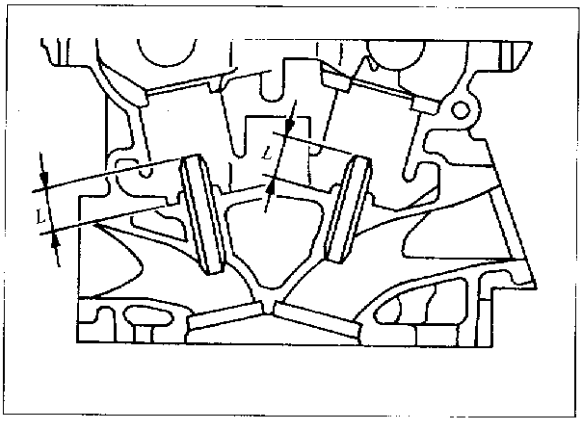

图 2-6-23
d. 加热汽缸盖至 110~130℃，将修复的气门导管压入导管孔中，见图 2-6-23。底孔长“L”为 12.6~12.8mm。